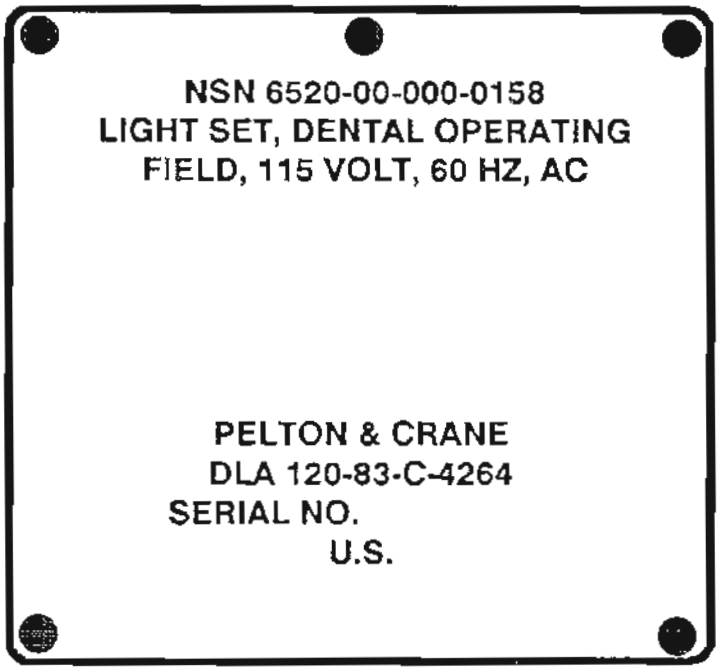
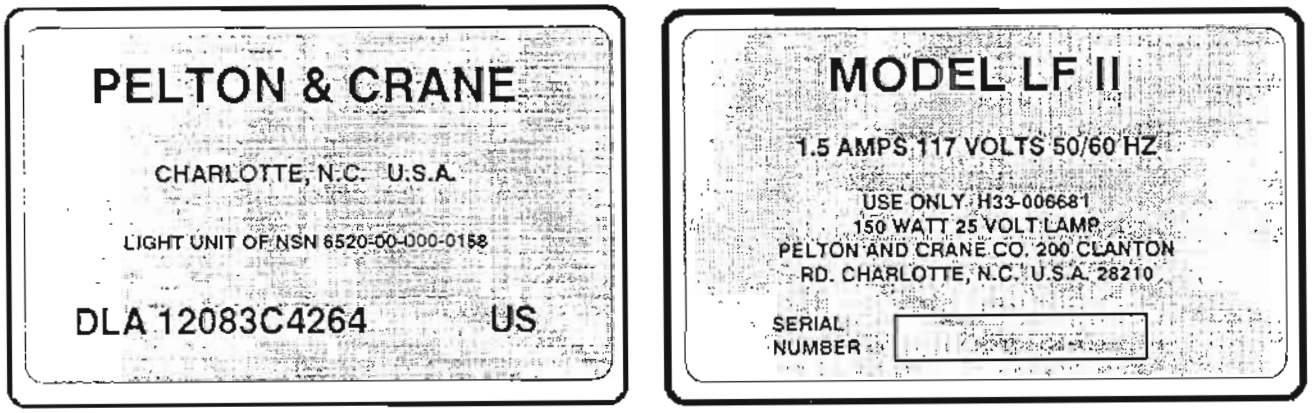

Figure 1-4. Case data plate.
Figure 1-5. Arm data plates.
b. Identification, instruction, and warning plates, decals, or markings. Figure 1-4 provides information shown on the case data plate. Figure 1-5 provides information shown on data plates located on the arm of the unit. Also, located on the front of the case is an air relief valve. Press this valve before opening the case to equalize pressure.